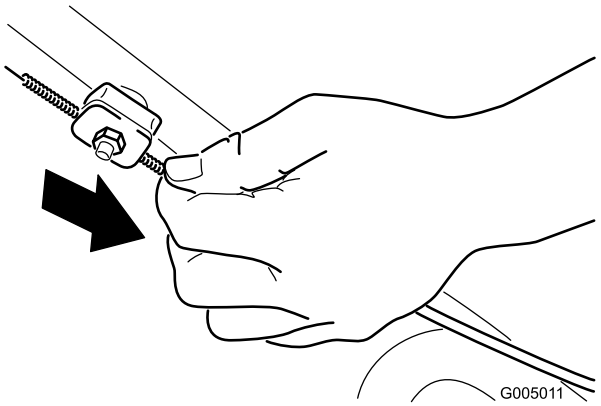

Figuur 30
2. Trek de kabelmantel omlaag (naar de maaimachine toe) om alle speling uit de kabel te halen (Figuur 30).